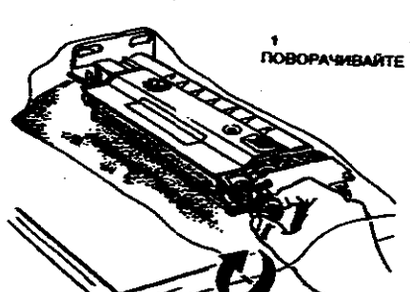

**Рисунок 4. Удаление проявителя**
10. (Рисунок 4) Для освобождения узла от проявителя поворачивайте заднюю шестерню в указанном на рисунке направлении.